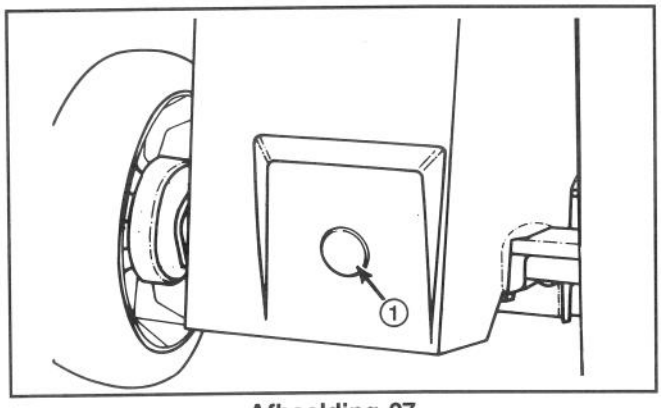

Afbeelding 27
3. Zet de maaier op de hoogste maaistand (E).
4. Verwijder de plastic dop van het vulpunt aan de achterkant van de maaier (Afb. 27).